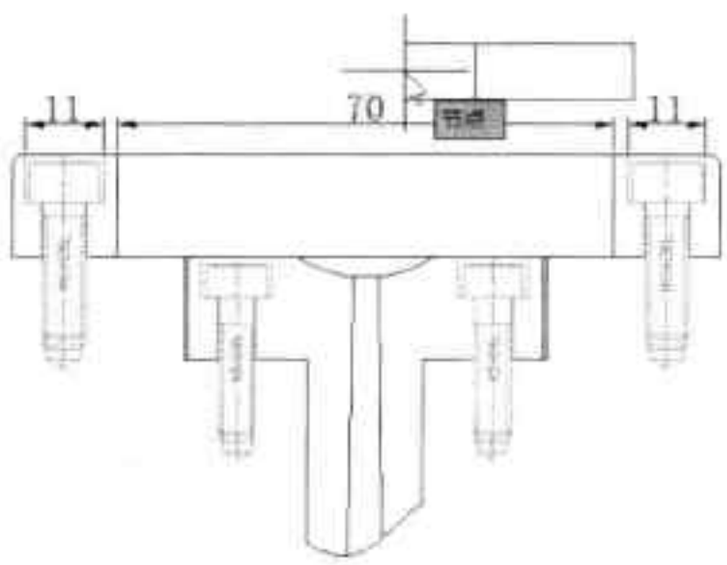

图9-50 指定公差插入点
Step 05 单击“确定”按钮，在绘图区中指定公差值插入点，完成形位公差的标注，结果如图 9-50、9-51 所示。